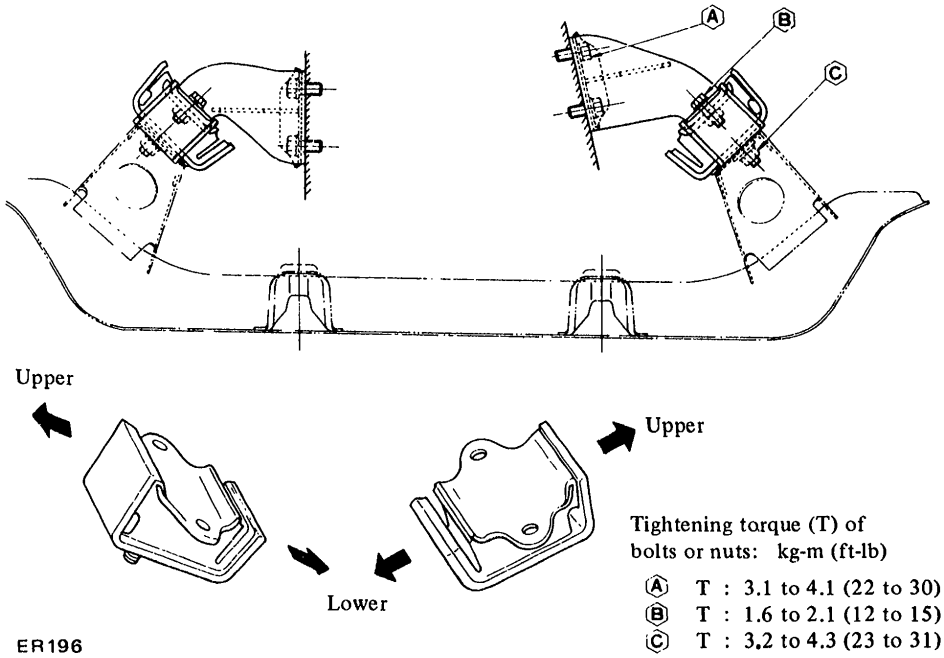

Fig. ER-19 Sectional view of front engine mounting, and front insulator
Left and right front insulators are identical, and are interchangeable. See Figure ER-19.
1. Both the left and right front insulators are used commonly. However, when installing them, pay attention to their upper and lower directions. See Figure ER-19.
2. The shape of the right side bracket differs from that of the left side bracket. Tighten the bolts and nuts correctly and securely. See Figure ER-19.